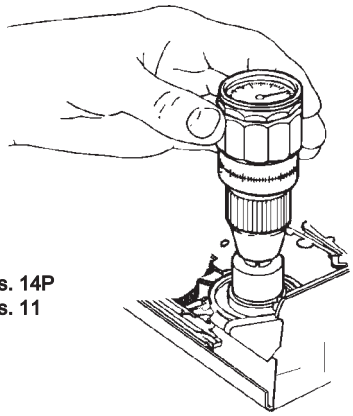

Fig. 28
– Drehmomentmesser auf den rechten Wickelteller aufsetzen (Fig. 28).
– So lange drehen, bis sich die Anzeige am Drehmomentmesser nicht mehr verändert (Fig. 28).
– Drehmomentmesser auf den rechten Wickelteller aufsetzen und entgegen dem Uhrzeigersinn so lange drehen, bis der Wickelteller leicht durchrutscht (Fig. 28).
– Place the torque meter on the right reel (Fig. 28).
– Keep turning until the reading on the torque meter does not change any more (Fig. 28).
– Place the torque meter on the right reel and turn the latter counterclockwise until the reel just starts to slip (Fig. 28).